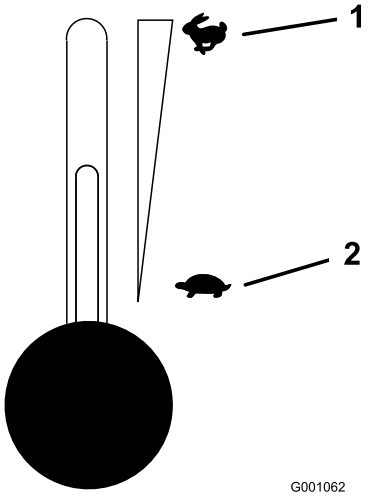

Figur 15
5. Flytt gasspaken til midtre stilling (Figur 15).
2. Flytt gasspaken til midtveis mellom til stillingene Hurtig og Sakte (Figur 15).